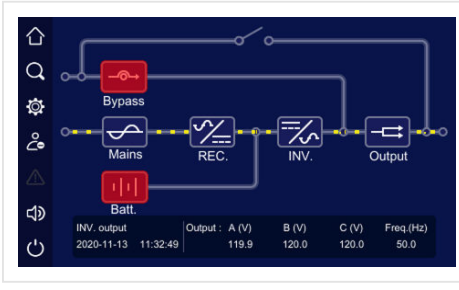

FIGURE 6-5 Step 4 — inverter (normal) mode
4. Wait about 10 s. The power path runs from Mains through REC. and INV. to Output (Figure 6-5); the AC/DC and DC/AC indicators are green.
Check that the UPS is in normal mode: the power path runs through REC. and INV. to Output (Figure 6-5); the AC/DC and DC/AC indicators are green; no icon is red and there is no current fault.